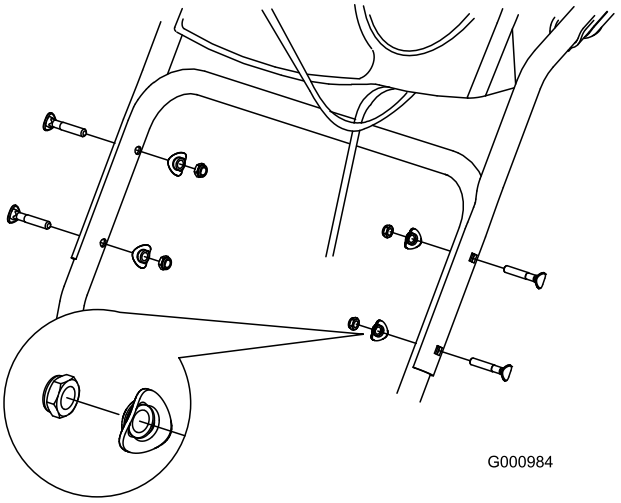

Figur 5
2. Fastgør det øverste håndtag med 4 håndtagsbolte, 4 buede skiver og 4 låsemøtrikker fra posen med løse dele (Figur 5).